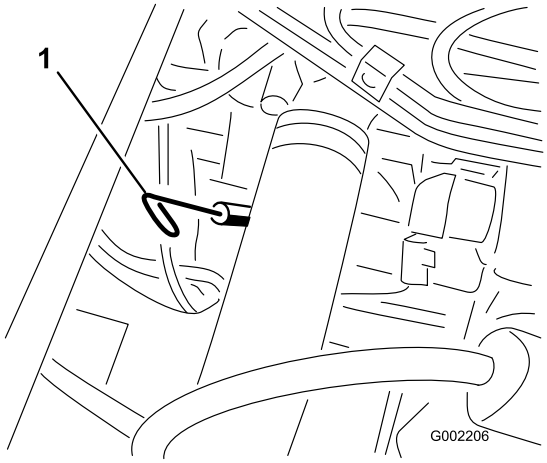

Figur 37
2. Ta ut oljestickan, som sitter under passagerarsätet, och torka av den med en ren trasa (Figur 37). Sätt ned oljestickan i röret och se till att den sitter fast ordentligt. Ta ur oljestickan och kontrollera oljenivån.
13. Ta bort oljepåfyllningslocket och häll sakta i cirka 80 % av den angivna mängden olja i motorn via oljepåfyllningsröret (Figur 37).